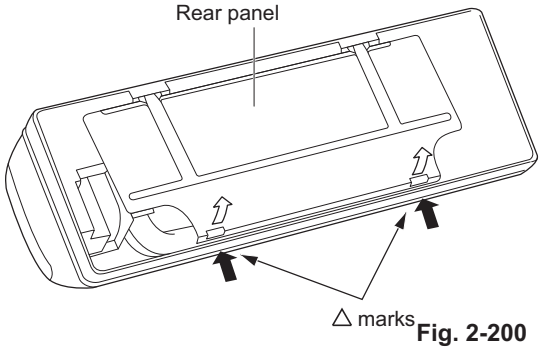

Fig. 2-200
(2) Press the 2 △ marks on the frame cover and disengage the stationary tabs from the frame. (Fig. 2-200)
(3) Remove the rear panel.